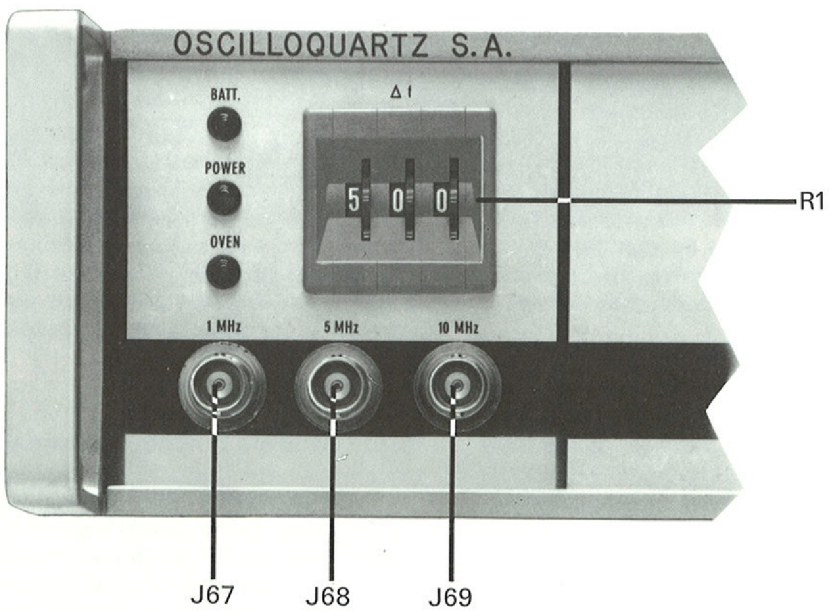

Fig. 6 Etalon de fréquence 2200 (plaque frontale, partie gauche)
3 sorties de contrôle des fréquences étalons (BNC sur la plaque frontale, fig. 6)
Les trois sorties étalons à 1, 5 et 10 MHz, ainsi que leurs sorties de contrôle respectives sur la plaque frontale, sont directement affectées par le dispositif de réglage de fréquence R1 également situé sur la plaque frontale (fig. 6).
d) En fonction du résultat obtenu lors de cette mesure, il suffira pour réajuster la fréquence de l'oscillateur, d'utiliser le potentiomètre digital R1 situé sur la plaque frontale (fig. 6) dont la résolution est de $\sim2\times10^{-10}$/unité. Ce dispositif permet un réglage précis de la fréquence de l'oscillateur, sans aucune ambiguïté, et offre la possibilité de relever avec exactitude la valeur affichée. Ceci permet, en cas de manipulation accidentelle, de revenir facilement et très précisément au réglage initial. En manœuvrant ce potentiomètre digital R1 la fréquence croît en même temps que la valeur affichée.